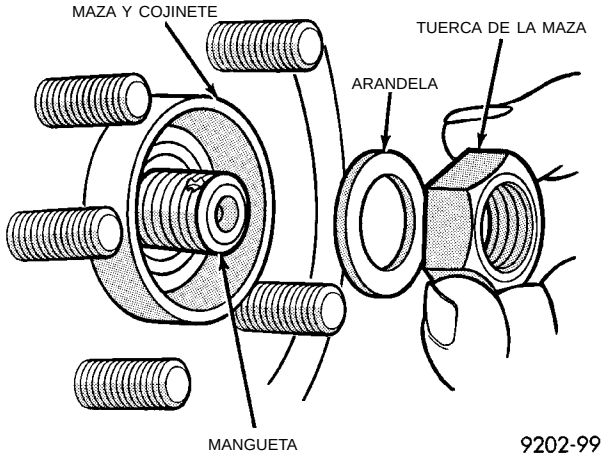

Fig. 28 Tuerca de la mangueta a la maza delantera
(9) Limpie toda materia extraña de los hilos de rosca de la mangueta de la junta homocinética externa (Fig. 28). Instale la tuerca de la maza en los hilos de rosca de la mangueta y apriete la tuerca.
(10) Con los frenos del vehículo apretados para evitar que gire el disco de frenado, apriete la tuerca